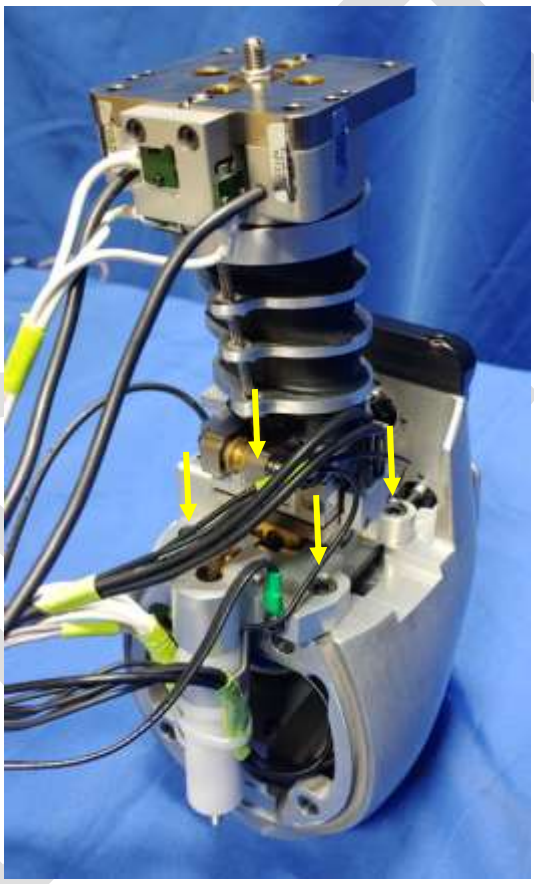

Figure 3-30. Install 4 M6 SHCS to connect the head to the neck.
3.8.1.2 Attach the head assembly (474-1000) to the neck assembly. The front neck spring tower should slide into the skull. Install four M6 X 1 X 25 mm SHCS at the bottom of the head/neck mounting platform to secure the head to the neck (Figure 3-30) and torque to 12.0 N-m (8.9 ft-lbf).